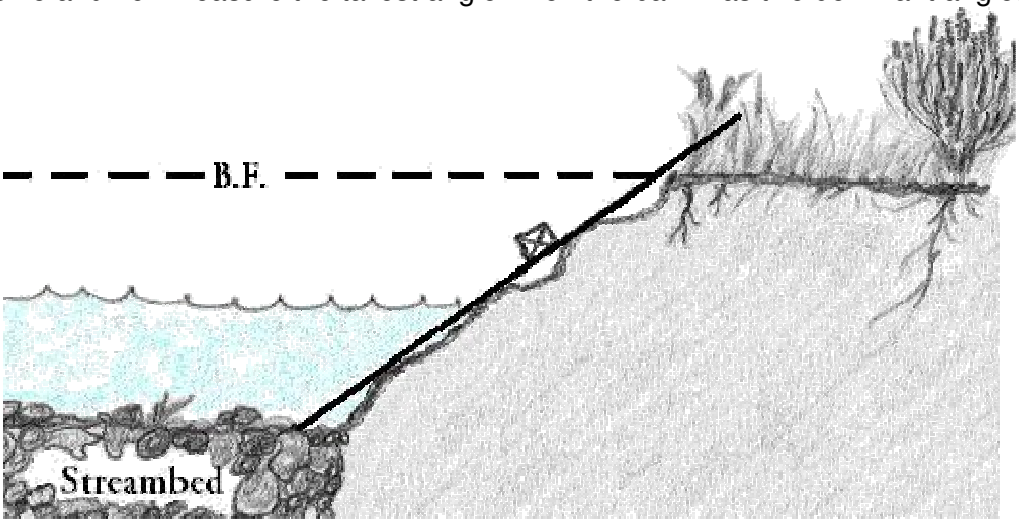

Figure 17. Measure the angle of banks with 3 or more angles by laying the rod along outer edges.
- It is difficult to accurately measure the angle when the bank rises in a stair-step fashion. A stair-step bank is defined as 3 or more separate angles each ≥ 10 cm in vertical height. This applies to concave, convex, and relatively straight banks. Measure the average angle by laying the depth rod along the outer corner of the steps (Figure 17). The bottom of the depth rod will be on the streambed and not where the streambed and bank meet.